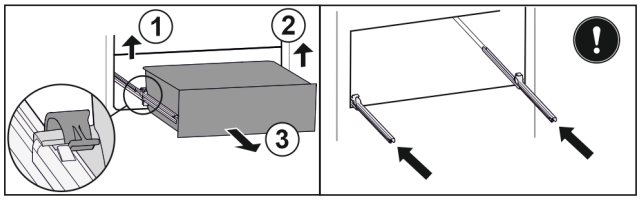

Fig. 114
- ▶ Linker klem optillen en gelijktijdig lade links naar voren trekken. *Fig. 114 (1)*
- ▶ Rechter klem optillen en gelijktijdig lade rechts naar voren trekken. *Fig. 114 (2)*
- ▶ Lade naar voren toe verwijderen. *Fig. 114 (3)*